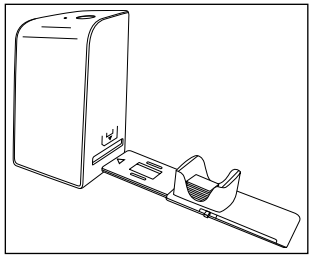

Rysunek 2
- Włóż slajdy prawidłową stroną w przewidzianą do tego celu wnękę magazynka slajdów ❻. Do magazynka slajdów można włożyć ok. 10-12 slajdów (zależnie od wielkości).
- Wsuń magazynek slajdów ❻ z okienkiem najpierw w prawą prowadnicę ❹. Zwróć przy tym uwagę, aby oznaczenie w kształcie trójkąta skierowane było do przodu i było widoczne (patrz rysunek 2).